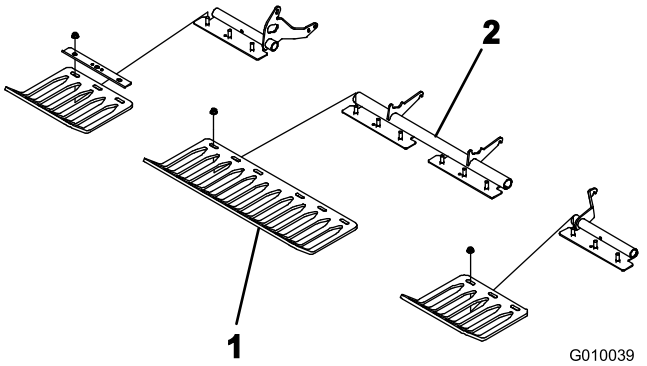

Figur 24
3. Installer verneplatene løst på verneplatebrakettene med fire verneplateklemmer og tolv flensmuttere (Figur 24). Ikke stram til festene.
Merk: Verneplateklemmene og flensmutterne transporteres festet til verneplatebrakettene (Figur 24).